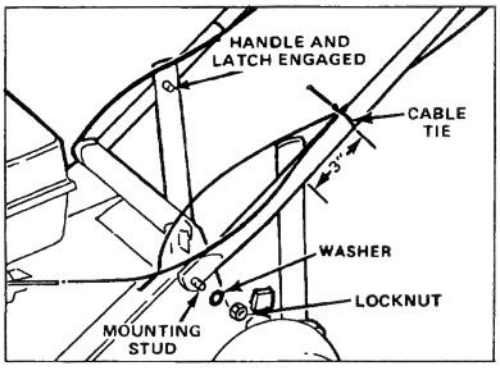

Figure 1
1. Spread handle ends and slide onto mower housing mounting studs (Fig. 1).
2. Secure each side of handle to mounting studs with a washer and locknut (Fig. 1).
3. Spring handle latches inward, move handle up or down to snap handle studs into middle hole on both latches (Fig. 1).
5. Secure control cables to each side of handle approximately 3" above handle stud (Fig. 1). Left side only on model 26551.